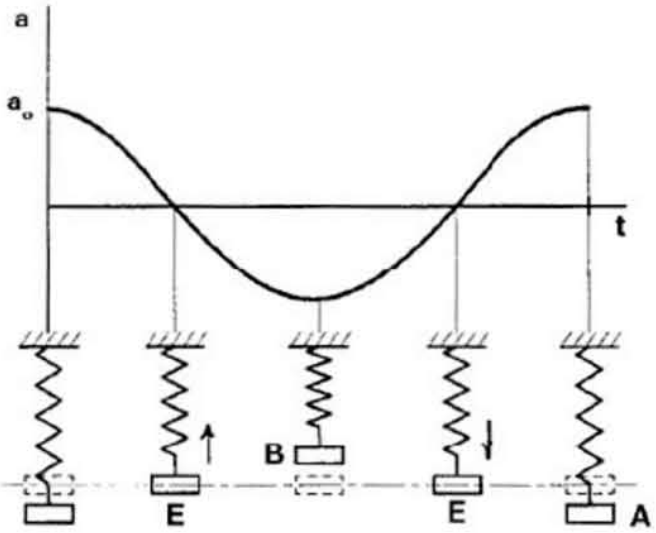

Fig. 4. Gráfica de la velocidad de la masa oscilante
- **Aceleración a** Como la velocidad de la masa oscilante varía continuamente, hay aceleración. Ésta tampoco es constante y con el tiempo sigue el gráfico de la fig. 4.